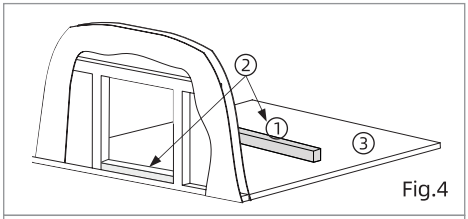
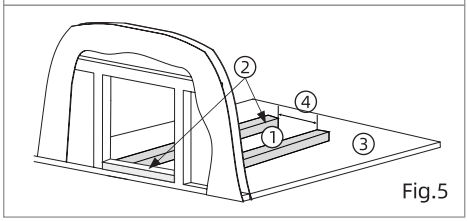

Fig.4
Fig.5
6. Si nécessaire, aménagez une plate-forme pour soutenir le chauffe-eau. La Fig.4 et la Fig.5 sont des solutions courantes. Assurez-vous que la plate-forme est au niveau de l'avant vers l'arrière et d'un côté à l'autre après l'avoir fixée au véhicule récréatif.